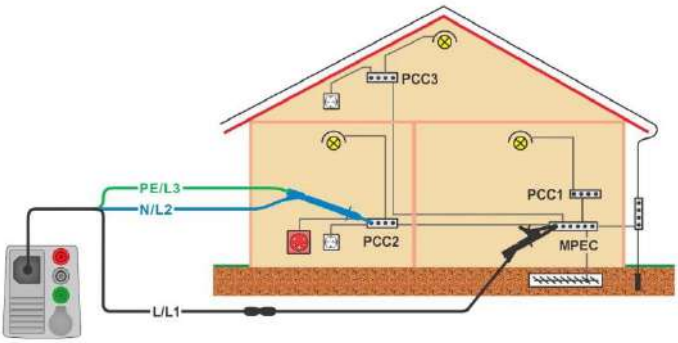

Figure 7.23: Connection of 3-wire test lead plus optional Extension lead
- Connect test leads, see ***Figure 7.23.***